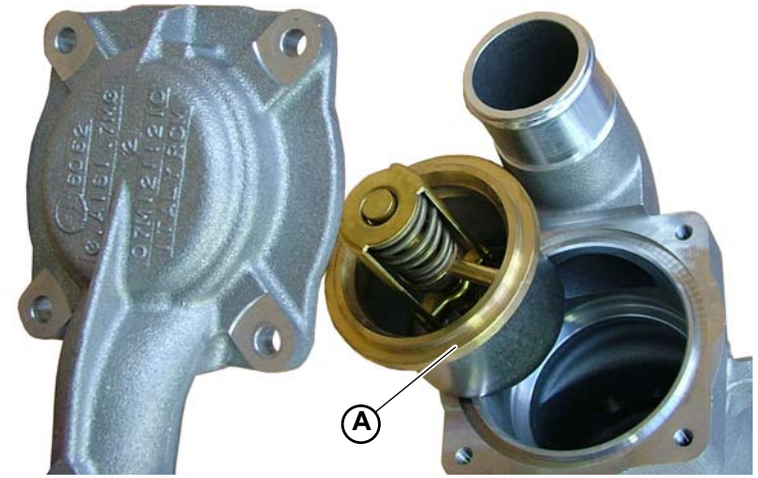

Fig.1
1. Fit the thermostatic valve (**A-Fig.1**).